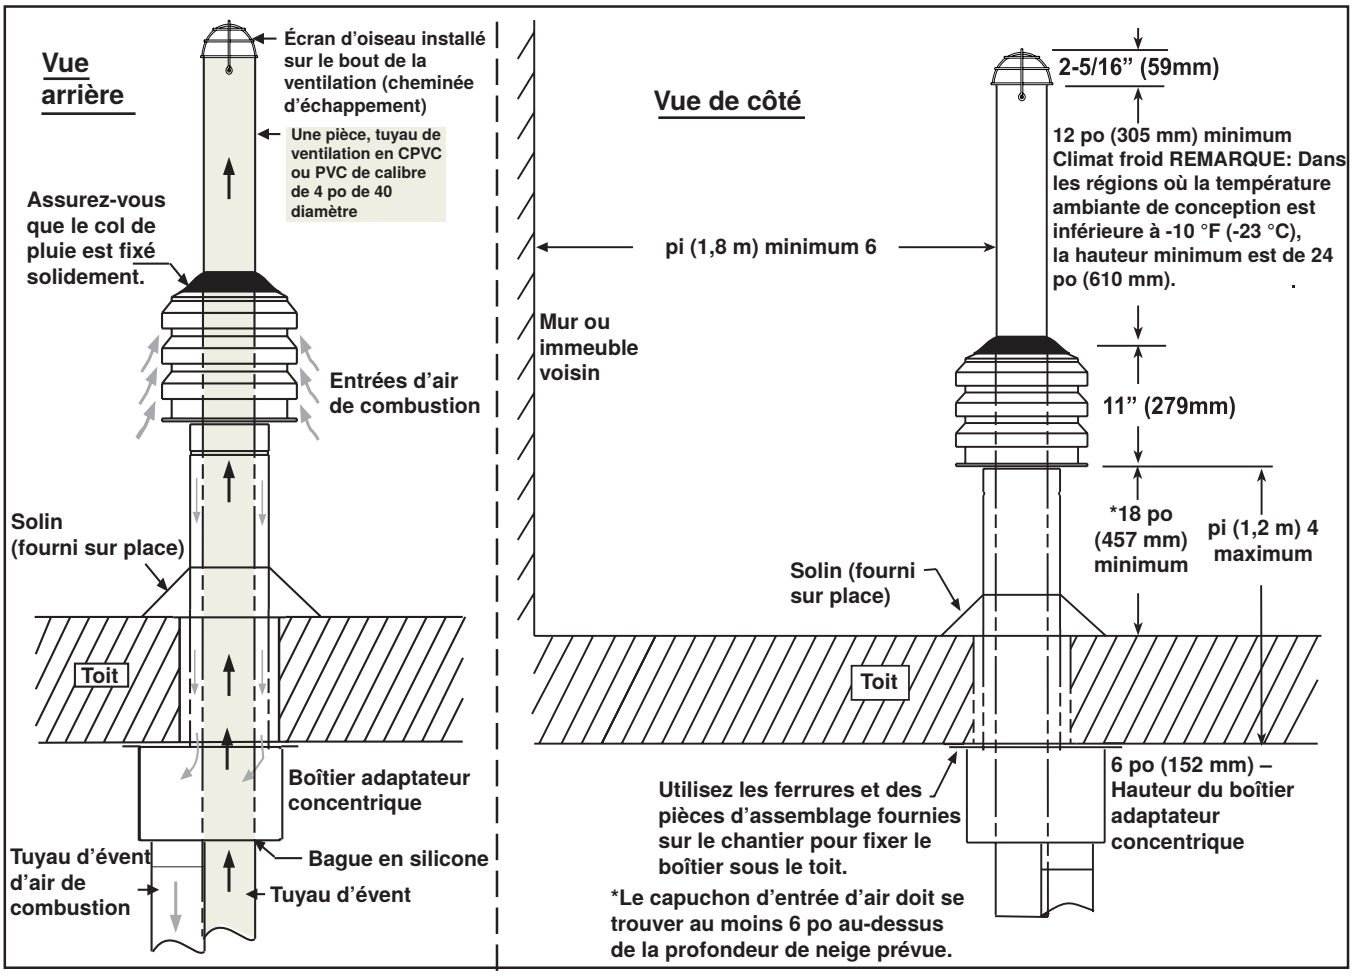

**Figure 14. Installation de l'option CC2**
b. Choisissez un emplacement à l'abri des courants d'air et qui offre assez d'espace pour chaque boîtier adaptateur concentrique. L'emplacement du terminal d'évacuation doit être loin de tout bâtiment adjacent, comme illustré à la **Figure 14**.
5. Fixer le boîtier adaptateur concentrique sur le dessous du toit (voir **Figure 14**) :
9. Vérifiez la conformité avec la **Figure 14** et avec toutes les spécifications répertoriées dans la section **EXIGENCES EN AIR DE VENTILATION ET DE COMBUSTION** et **Hydrocarbures halogénés**.